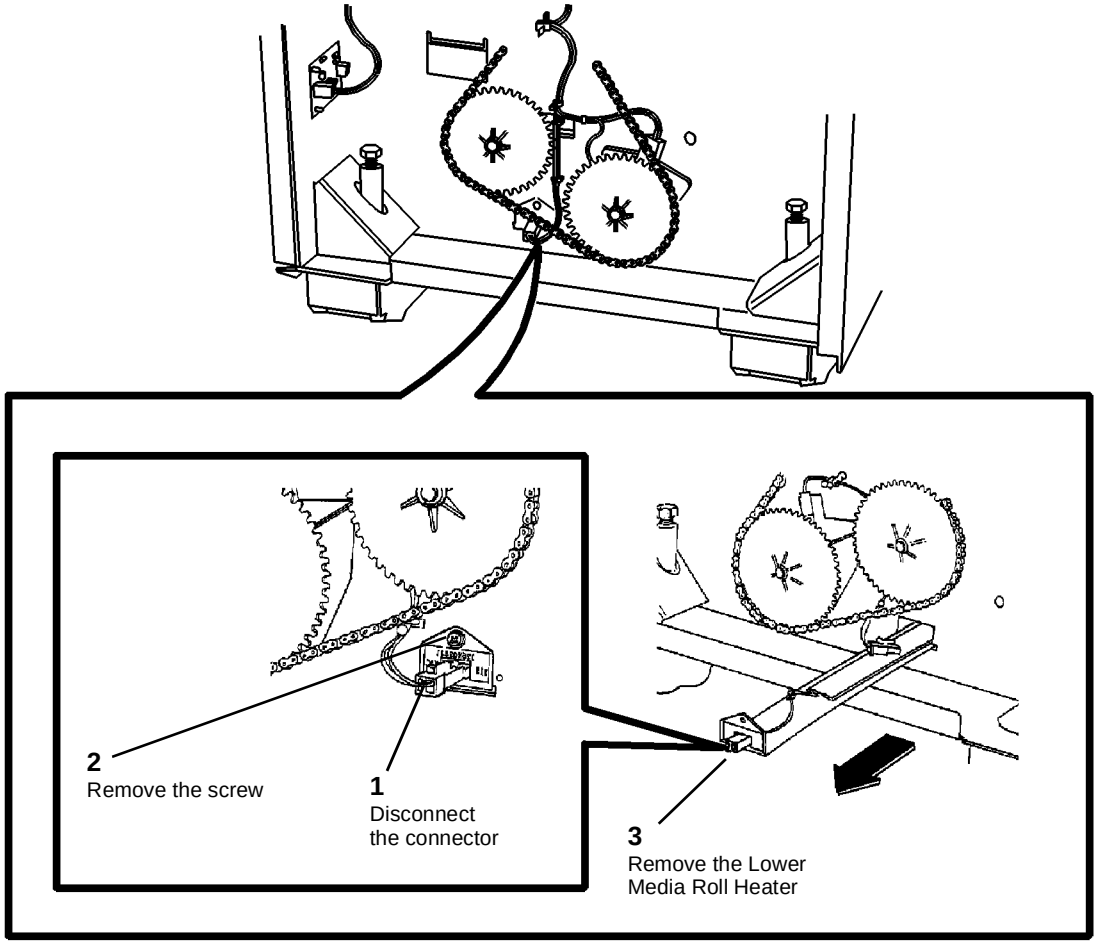

**Figure 1 Removing the Lower Media Roll Heater**
2. (Figure 1): Remove the Lower Media Roll Heater.